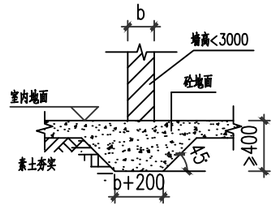

图5.6 非承重隔墙基础处理图
5.6 当首层墙厚不大于200mm的非承重隔墙，当未设基础时，按详图5.6施工。